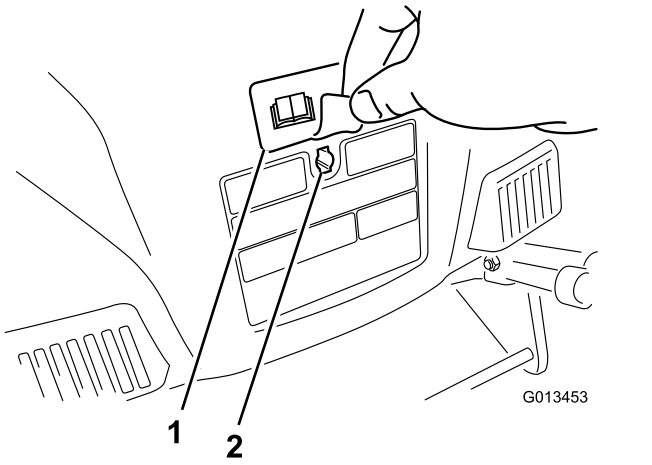

Figura 5
3. Rimuovete l'adesivo che copre il foro della chiavetta nella parte posteriore dell'alloggiamento (Figura 5).